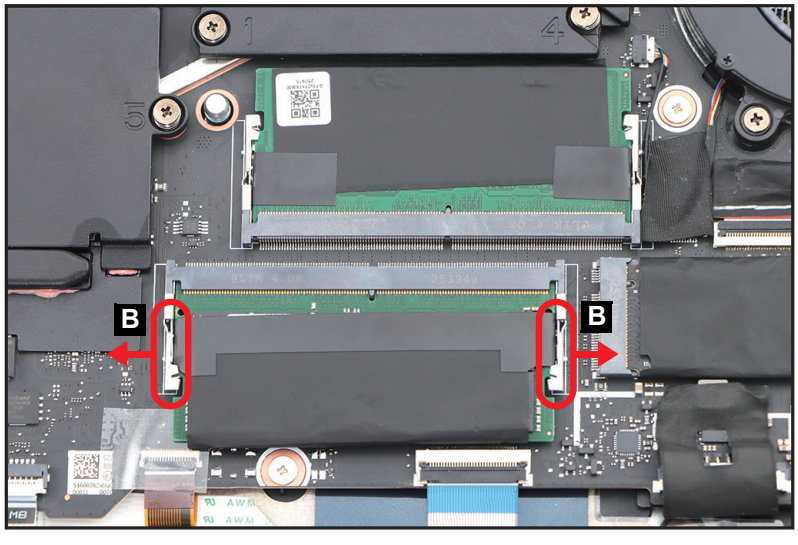

Figure 1-23. DIMM Module Removal
2. Push the DIMM module clips (B) outwards (Figure 1-23).